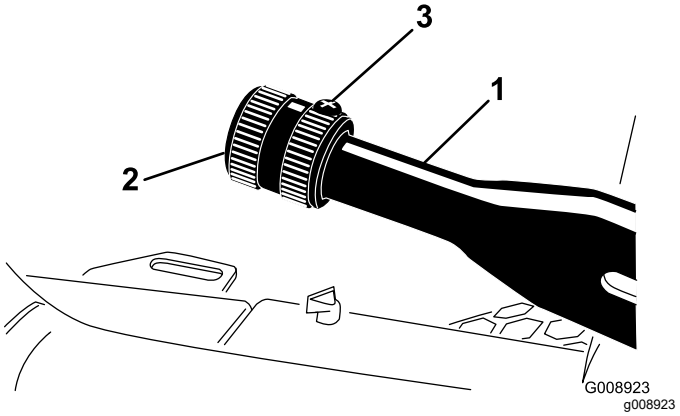

**Figur 83**
2. Lossa ställskruven som fäster ratten på parkeringsbromsspaken (Figur 83).